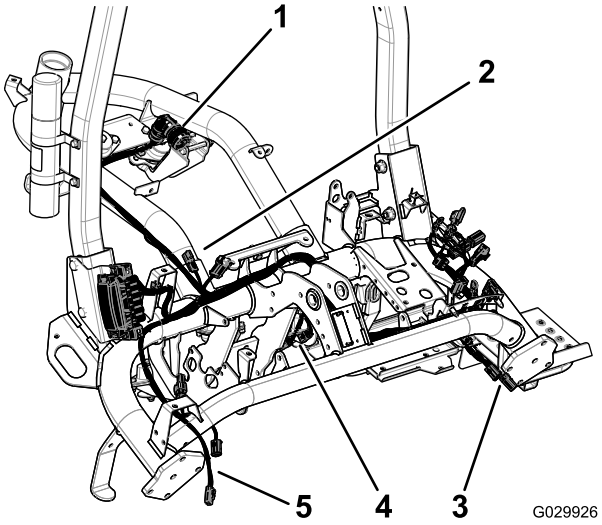

Figura 8
10. Collegate i morsetti corretti ai motori dei cilindri (Figura 8).